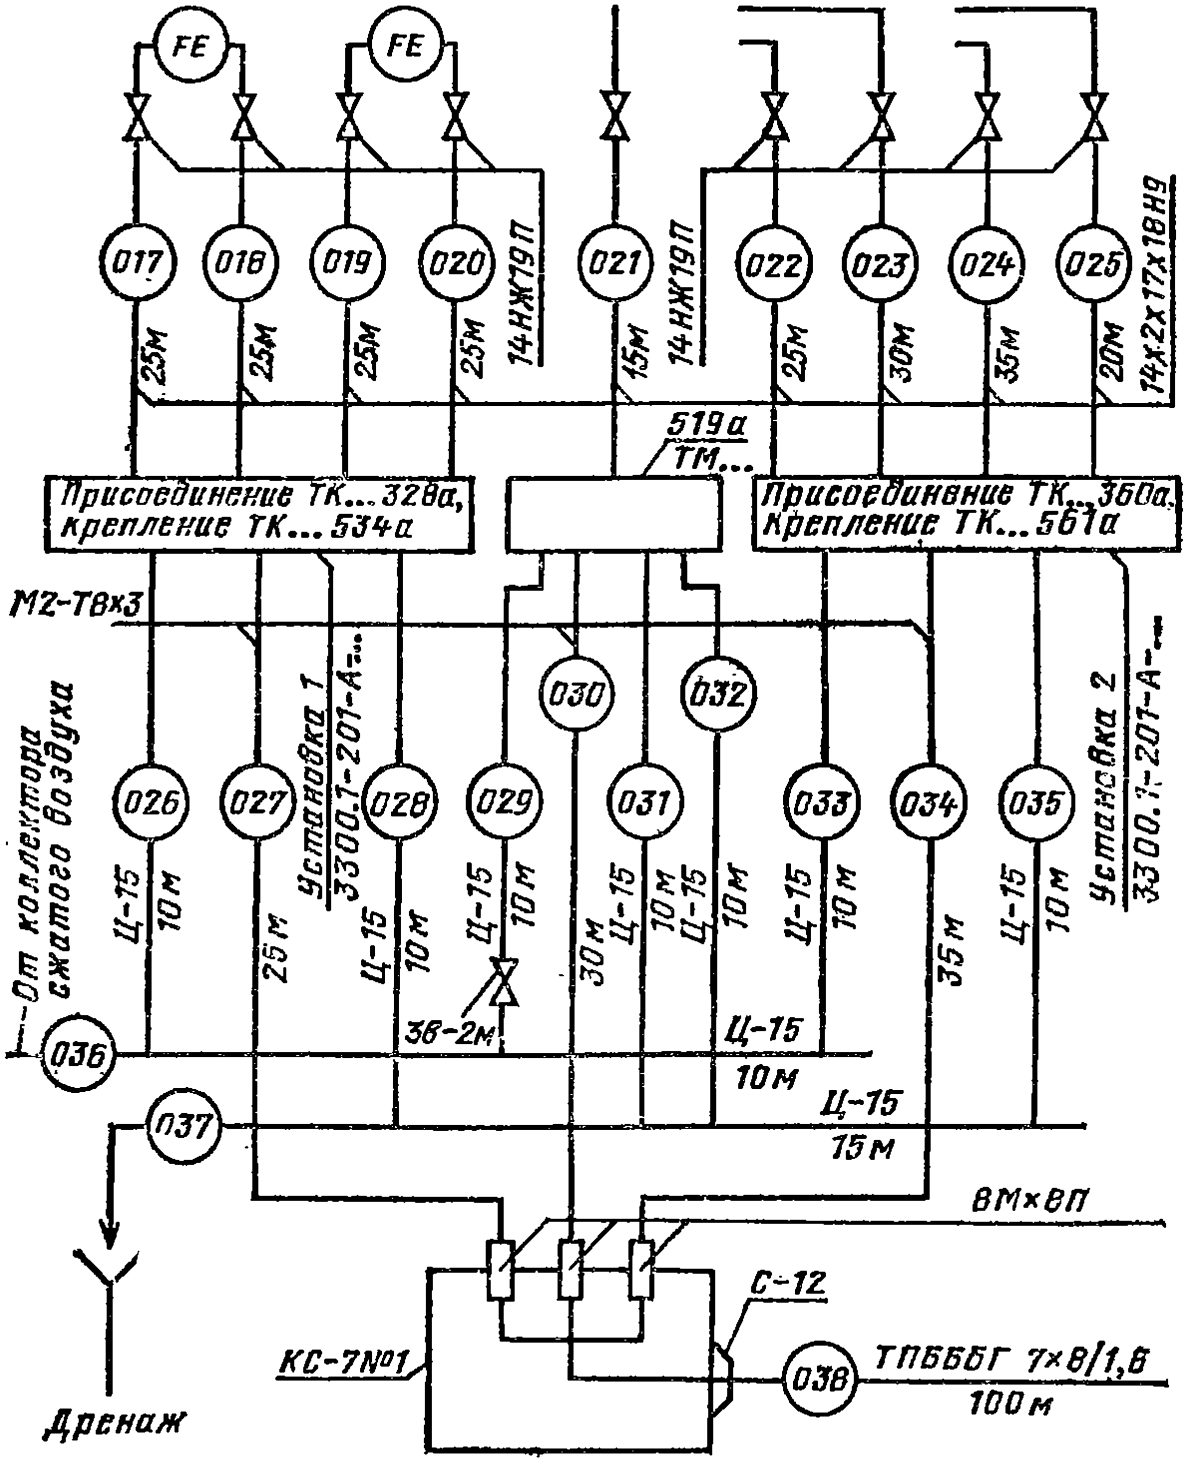

Рис. 7.5. Фрагмент схемы соединений виешних проводок с групповыми установками приборов
7.8. Что означают римские цифры III и IV в таблице с поясняющими иадписями иа рис. 7.5?
7.9. Какую информацию содержит изображение коробки соединительной КС—7 № *1* на рис. 7.5?